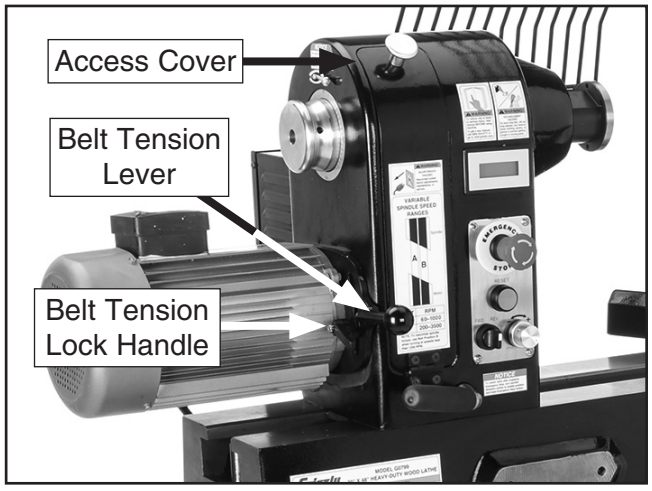

Figure 65. Location of belt tension components.
2. Open front belt access cover (see **Figure 65**).
3. Loosen belt tension lock handle (see **Figure 65**).
4. Use belt tension lever (see **Figure 65**) to lift motor assembly all the way up, then retighten motor tension lock handle—this will hold motor in place while you work.